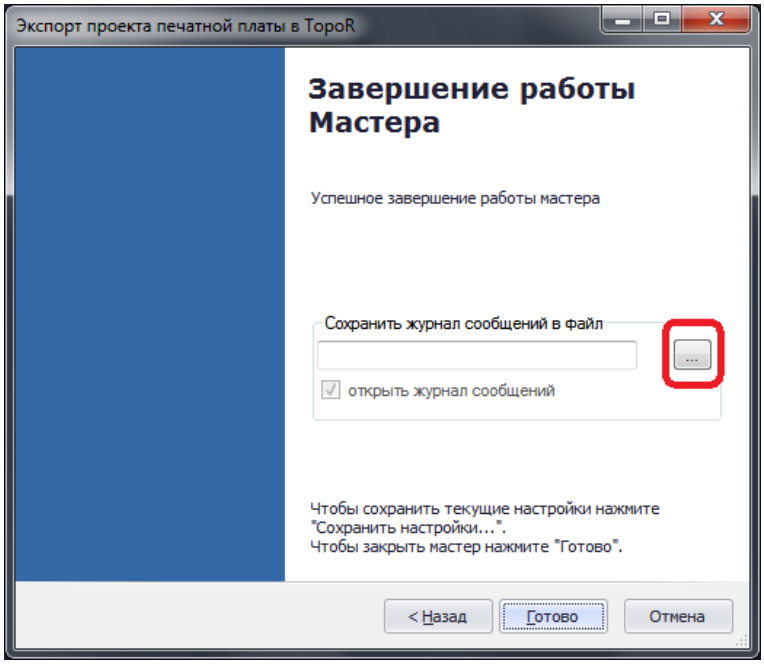

Рис. 383. Заключительное окно мастера экспорта
7. В заключительном окне экспорта предлагается создать и просмотреть файл, содержащий протокол экспорта, см. Рис. 383.
Для сохранения текстового файла с протоколом экспорта платы нажмите кнопку ... - «Выбор» (отмеченную на Рис. 383). Если поле «Открыть файл протокола» отмечено флагом, то после завершения импорта файл с протоколом будет открыт в программе, которая используется по умолчанию для чтения текстовых файлов.